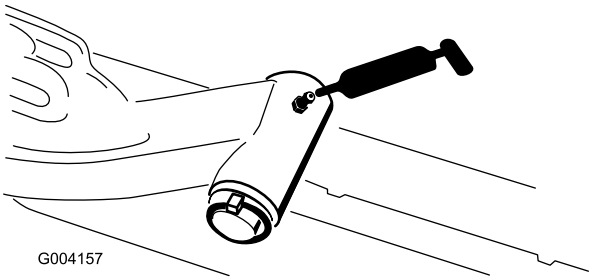

Figura 47
- Eje pivotante del brazo de elevación (1 en cada) (Figura 47)